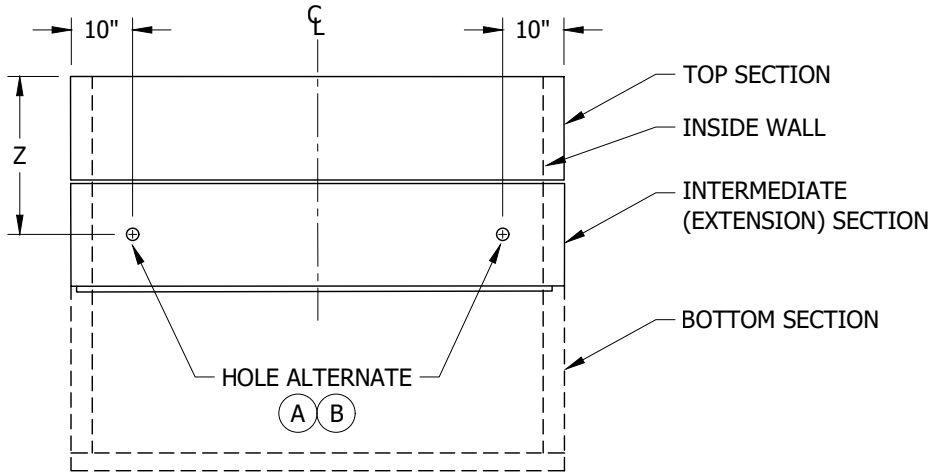

FIGURE 1
(B) DRILL A 1/2-INCH HOLE IN THE END AT ONE OF THE LOCATIONS SHOWN IN FIGURE 1 TO AVOID REBAR.